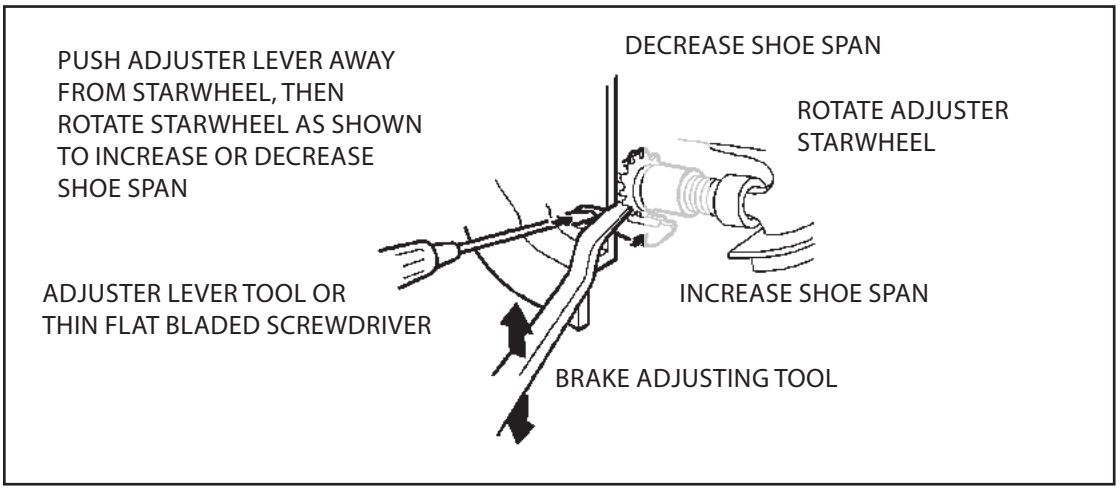

Figure 14. Brake Adjustment With Drum In Place (cut away view)
Note: If the drum proves difficult to remove, insert a thin flat bladed screwdriver through the brake adjusting hole in the backing plate and disengage the adjuster lever from the adjuster nut teeth. With the adjuster lever disengaged as shown in Figures 14 and 15, insert a brake adjusting tool (or flat bladed screw driver) through the adjusting hole to engage the adjusting nut teeth. Move the teeth upward enough times to retract the brake shoes to clear the drum. If the drum is rusted to the axle input flange yoke pilot, tap the center of the brake drum with a nonmetallic mallet to loosen.
2. Insert the adjuster lever tool or a thin flat bladed screw driver through the adjusting slot in the backplate and push on the adjuster lever to disengage it from the adjuster starwheel. Insert a brake adjusting tool (or flathead screwdriver) through the adjusting slot and move the starwheel teeth downward to expand the brake shoes outward. See Figures 14 and 15. Continue expanding the shoes until the drum can not be rotated by hand.
3. Now adjust the starwheel teeth upward to retract the shoes until the drum just begins to rotate freely by hand (without drag from the shoes). See Figures 14 and 15.
Note: If the drum proves difficult to remove, insert a narrow screwdriver through the brake adjusting hole in the backing plate and disengage the adjuster lever from the adjuster nut starwheel teeth. With adjuster lever disengaged as shown in Figures 14 and 15, insert a brake adjusting tool (or screw driver) through the adjusting hole to engage the adjusting nut teeth. Move the teeth upward enough times to retract the brake shoes to clear the drum. If the drum is rusted to the axle input flange yoke pilot, tap the center of the brake drum with a non-metallic mallet to loosen.